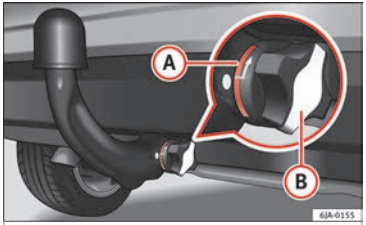

Fig. 104 Correct placement of the ball-headed bar.
- The red mark (A) ››› **Fig. 104** on the manual regulator signals toward the white mark on the ball-headed bar.
- Cover (B) has been placed over the manual regulator lock. »